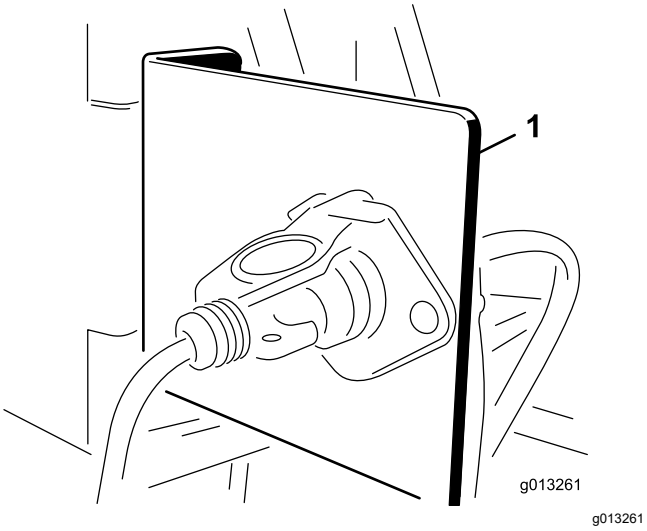

**Figuur 10**
1. Plaats de contrastekkerhouder op een vast punt achteraan het trekvoertuig door middel van een van de houders (Figuur 10).